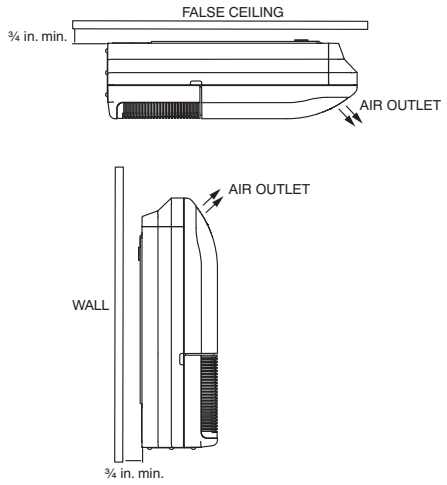

Fig. 4 —Spacing from Ceiling or Wall
- There should be adequate space between the false ceiling and unit top for under ceiling units, or between the wall and the back for floor units, for installation and maintenance (see Fig. 4).